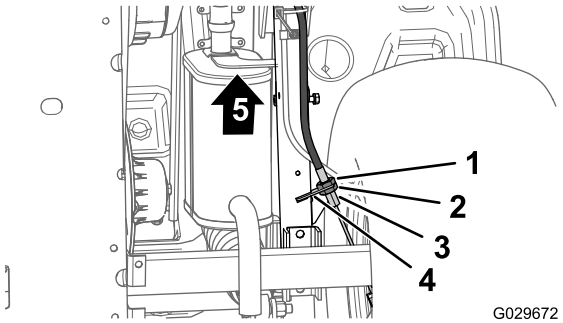

Figuur 62
3. Draai aan de onderkant van de machine de achterste contramoer voor de schroefregelaar van de parkeerremhendel 4 slagen los (Figuur 62).
4. Draai de voorste contramoer vast (Figuur 62).
A. Draai de voorste contramoer (Figuur 62) voor de schroefregelaar van de kabel van de parkeerrem 1 slag los.
B. Draai de achterste contramoer vast (Figuur 62).
A. Draai de achterste contramoer (Figuur 62) voor de schroefregelaar van de kabel van de parkeerrem 1 slag los.
B. Draai de voorste contramoer vast (Figuur 62).